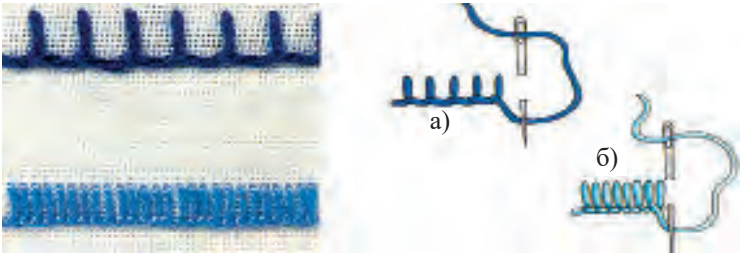

Рис.70. Плотно и неплотно вышитые петельные стежки.
Скатерть можно отделать не только аппликацией, но и вышивкой. В вышивке наиболее часто используется петельный шов. Этим швом обрабатываются края салфеток, подолы фартуков, края полотенец, внешние контуры вышиваемых цветов. Если при этом стежки выполняются цветными толстыми нитками, шов получается похожим на ленту (рис.70–72). Этот шов выполняется прямо или по кривой линии.
При обрамлении краев салфеток и скатертей плотным, сгруппированным петельным швом, он получается похожим на цветной кант (рис.70, б и рис.72). Ширина петельного стежка может быть 5–15 *мм,* в зависимости от размеров пошивочного изделия.
3. На технологической карте показан порядок выполнения петельного и волнообразного шва (рис.70–73).